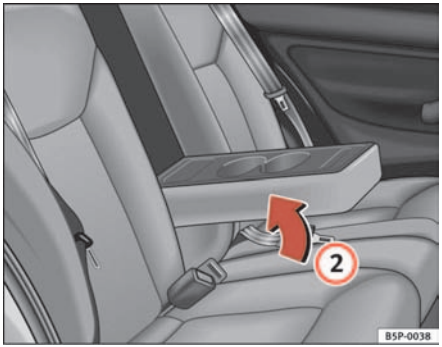

Fig. 108 Rear armrest/drinks holder ▶
– To close, lift the Drinks holder* / armrest* in the direction of the arrow ⇒ page 138, fig. 108 (2).